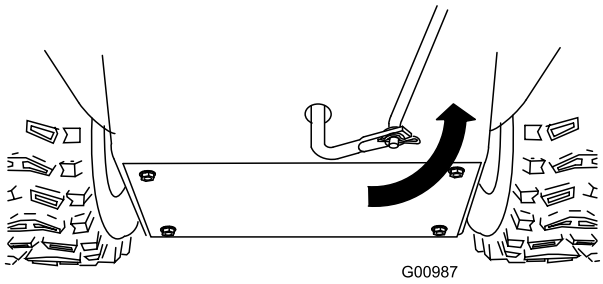

Rysunek 12
5. Obróć ramię dolnego łącznika całkowicie w górę (w lewo) (Rysunek 12).